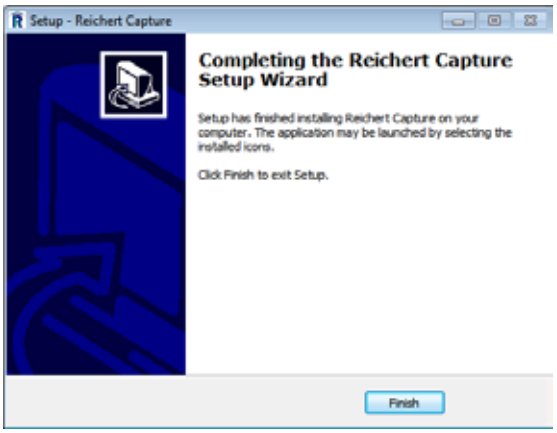

Figure IS-6, Complete Setup
6. The program will complete the setup and then request Click Finish to exit Setup. Select Finish to complete the setup process. Refer to Figure IS-6.